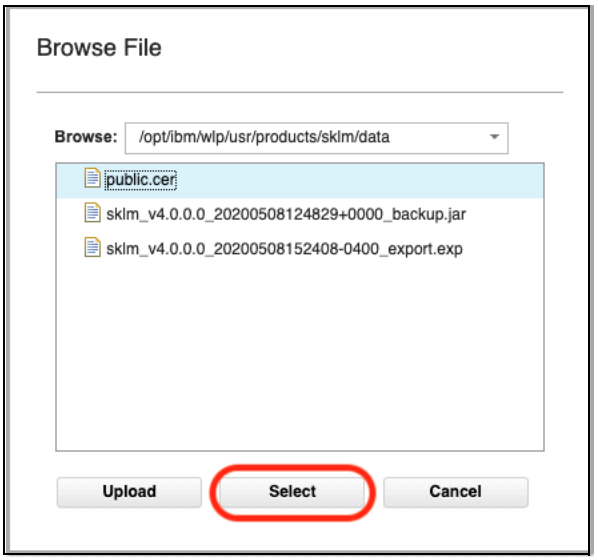

Figure J-14 Selecting uploaded certificate file
3. Now that the certificate file is uploaded from your computer to the IBM Security Guardium Key Lifecycle Manager, select it from the Browse File list (see Figure J-14).